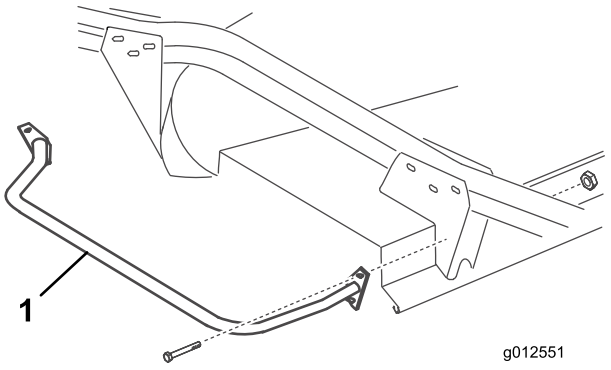

Figuur 23
2. Bevestig het bovenste montagegat van de voorste montageplaat van de bumper aan de beugel van de zwenkarm; gebruik hiervoor een bout (5/16–18 x 3 inch) en een borgmoer (Figuur 23).